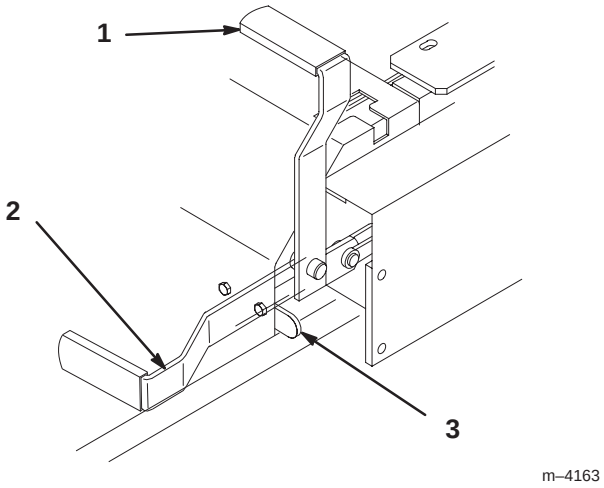

Figure 14
2. Tirez le frein de stationnement en arrière et vers le haut pour le serrer (Fig. 14). Une fois serré, le frein de stationnement ne doit plus bouger.
1. Poussez le levier du frein de stationnement vers l'avant et vers le bas (Fig. 14) afin de le desserrer. Le frein de stationnement est desserré et le levier est en appui contre la butée du frein.